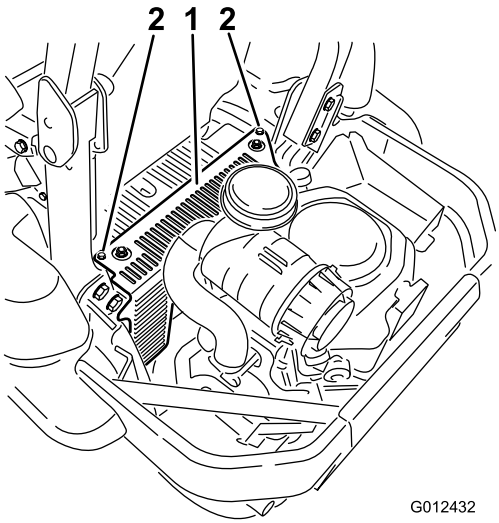

Figur 53
3. Ta bort de två skruvarna till hydraulenhetens hölje (Figur 53). Du kan nu komma åt det främre tändstiftet.
5. Montera hydraulenhetens hölje på vänster sida (Figur 53).